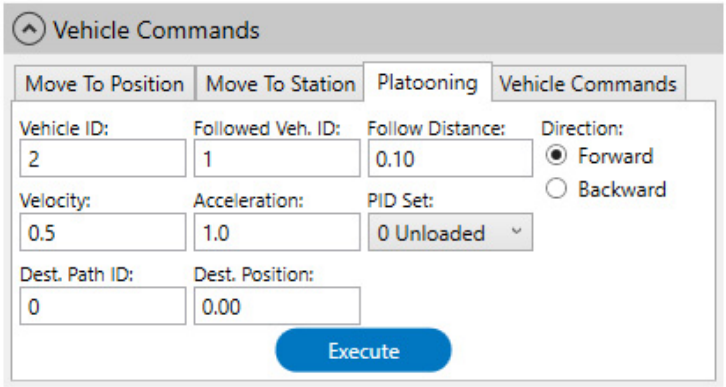

Figure 18: Manual Vehicle Commands Section – Couple Vehicle to Platoon
2. In the **Vehicle Commands** section, select the **Platooning** tab (see Figure 18) and couple the second vehicle to the first vehicle.